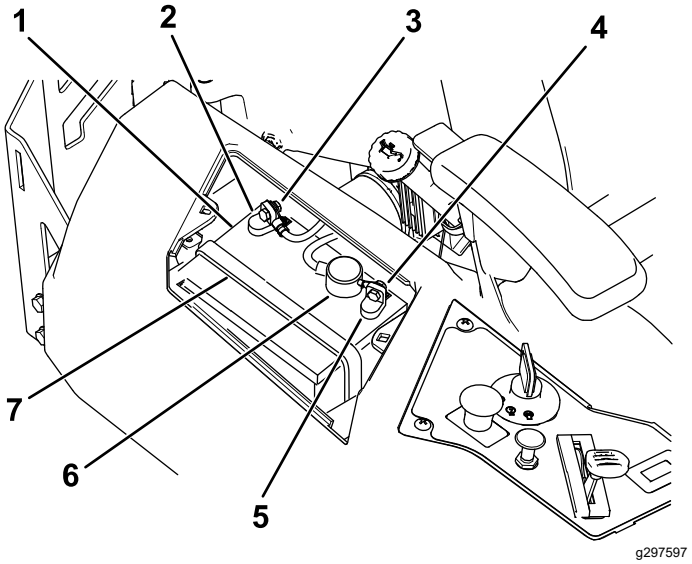

Rysunek 55
4. Odłącz ujemny (czarny) przewód uziemienia od trzpienia biegunowego akumulatora (Rysunek 55).
6. Odłącz dodatni (czerwony) przewód od trzpienia biegunowego akumulatora (Rysunek 55).
7. Odkręć obejmę przytrzymującą akumulatora (Rysunek 55) i zdejmij akumulator z tacy akumulatora.
1. Zamocuj akumulator na płycie (Rysunek 55).
5. Zabezpiecz akumulator za pomocą obejmy przytrzymującej (Rysunek 55).